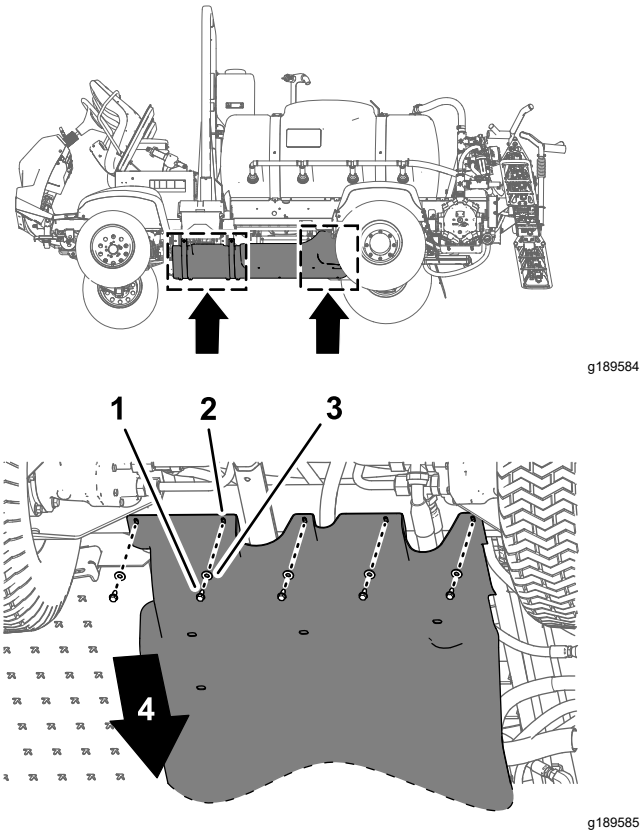
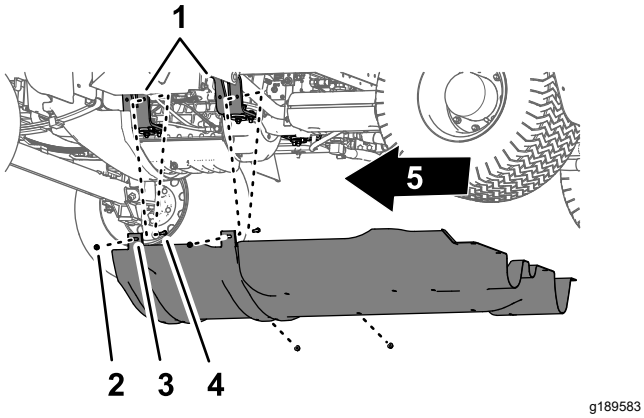

Figure 67
Figure 68
1. Remove the 5 flange-head bolts (5/16 x 7/8 inch) and 5 washers (5/16 inch) that secure the rear of the undercarriage shroud to the chassis of the machine (Figure 67).
2. Remove the 4 flange locknuts (5/16 inch) from the bolts and carriage bolt that secure the mounting tabs of the undercarriage shroud to the engine-mount brackets of the machine (Figure 68).
4. Remove the undercarriage shroud from the machine (Figure 67 and Figure 68).
1. Align the undercarriage shroud to the bottom chassis of the machine; refer to Figure 68 in Removing the Undercarriage Shroud (page 53).
2. Move the mounting tabs of the undercarriage shroud over the bolts and carriage bolt at the engine-mount brackets of the machine; refer to Figure 68 in Removing the Undercarriage Shroud (page 53).
3. Assemble the undercarriage shroud to the engine-mount brackets and bolts (Figure 68) with the 4 flange locknuts (5/16 inch) that you removed in step 2 of Removing the Undercarriage Shroud (page 53).
4. Align the holes in the rear part of the undercarriage shroud with the holes in the chassis; refer to Figure 67 in Removing the Undercarriage Shroud (page 53).
5. Assemble the rear part of the undercarriage shroud to the chassis (Figure 67) with the 5 flange-head bolts (5/16 x 7/8 inch) and 5 washers (5/16 inch) that you removed in step 1 of Removing the Undercarriage Shroud (page 53).